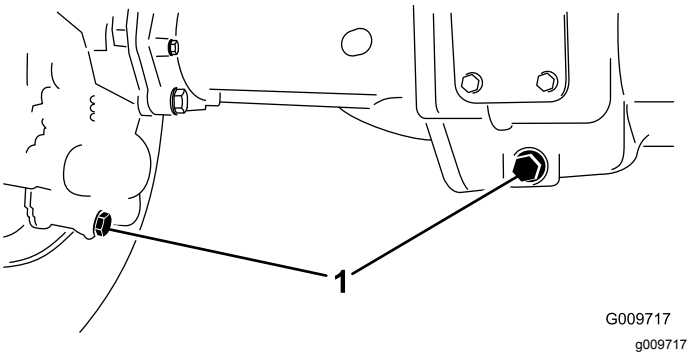

**Figuur 69**
2. Reinig de omgeving van de drie aftappluggen, (1) aan elke kant en (1) in het midden (Figuur 69).